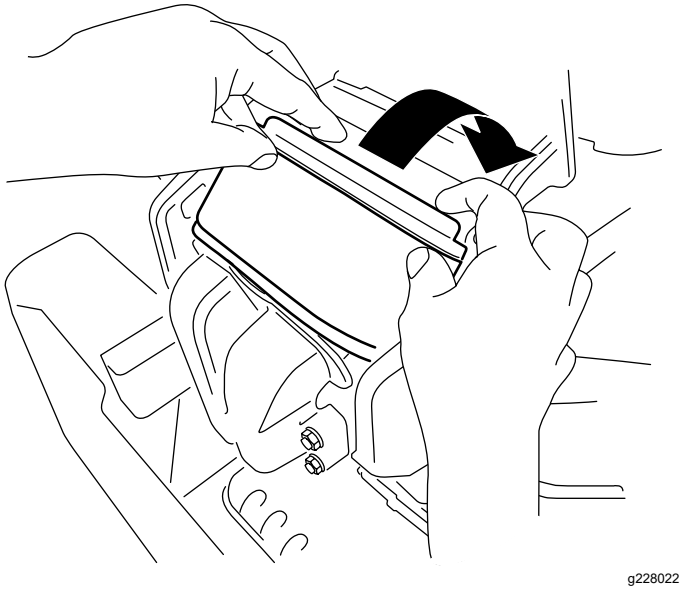

Figure 38
3. Tournez le filtre vers le bas dans la chambre et appuyez-le parfaitement contre le collecteur (Figure 38).